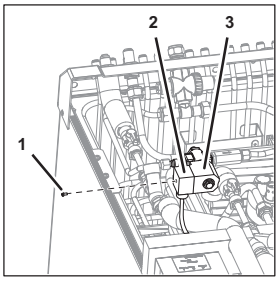

Fig. 52
1. Disconnect the plug (Fig. 52/2) of the solenoid valve (Fig. 52/3) by removing the fastening bolt (Fig. 52/1).
36. Attach the plug (Fig. 52/2) of the solenoid valve (Fig. 52/3) by removing the fastening bolt (Fig. 52/1).